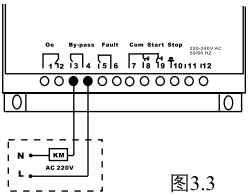

图3.3
(2) 起动完毕信号指示继电器端子3和4：旁路(参见图3.3)